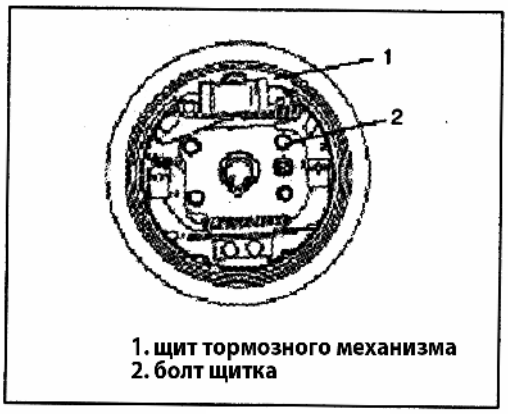

Рис. 574
6) Снимите щит тормозного механизма с заднего моста и подвесьте щиток при помощи проволоки (Рис. 574).